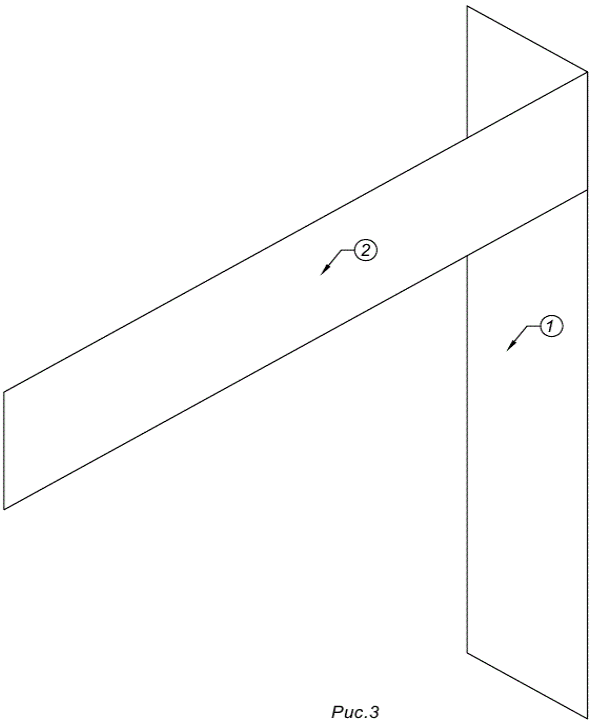

Рис.3
7.3.Крепление боковины с верхней лоб.частью(рис.3) 4
7.3 Крепление боковины с верх. лоб.частью(рис.3)